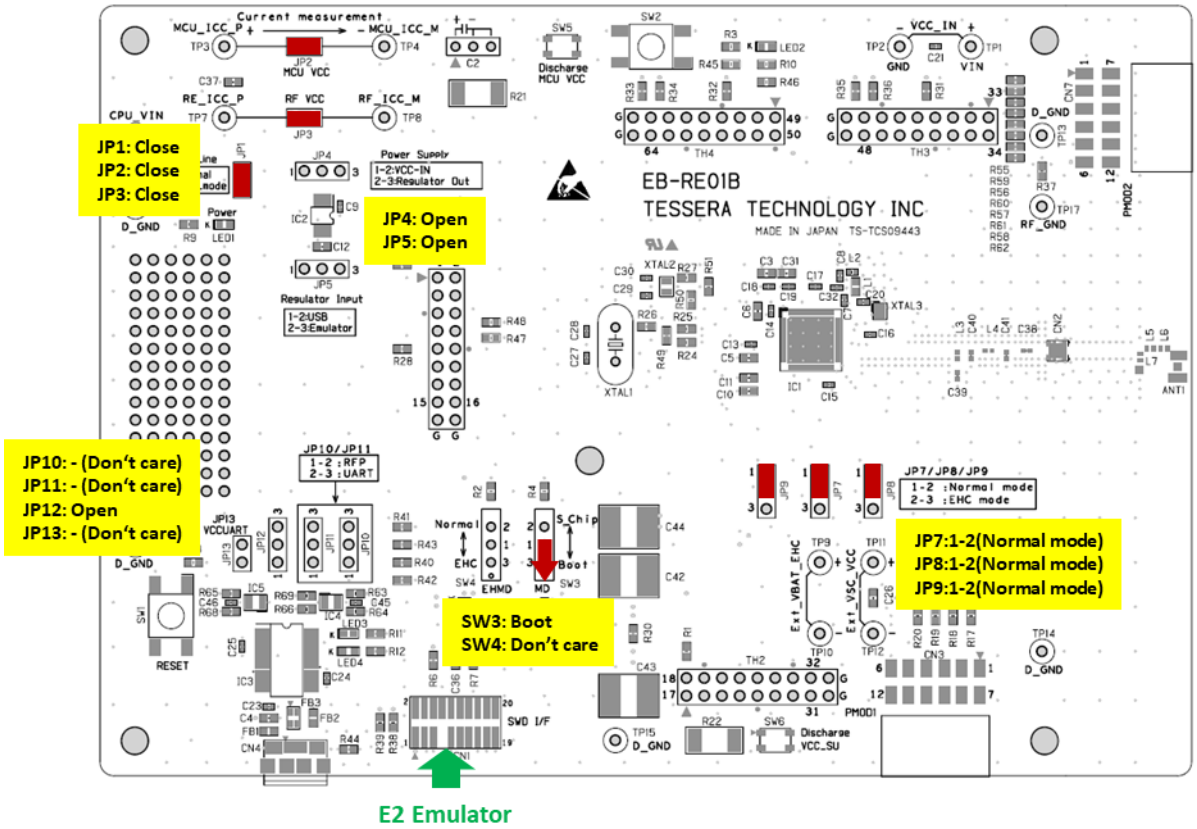

**図 4-5:**SCI boot(E2 エミュレータ経由) ジャンパピン・スイッチ設定(ボード)
1. 表 4-6 と図 4-5 の接続を行います。 EB-RE01B ボードのエミュレータコネクタ(CN4)と PC をエミュレ-タで接続します。